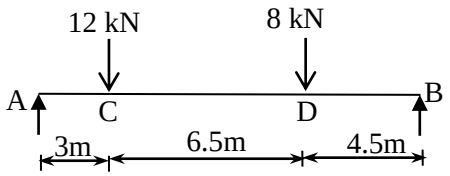

Fig. 4 Q: 5(a)
Q.5 **(a)** Calculate deflections of the beam under loads for the beam shown in fig. 4. **07**